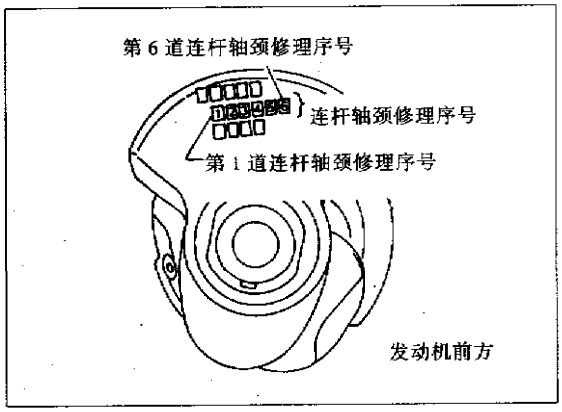

图 2-9-25
g. 更换曲轴参见图 2-9-25。按表 2-15 选择轴瓦。